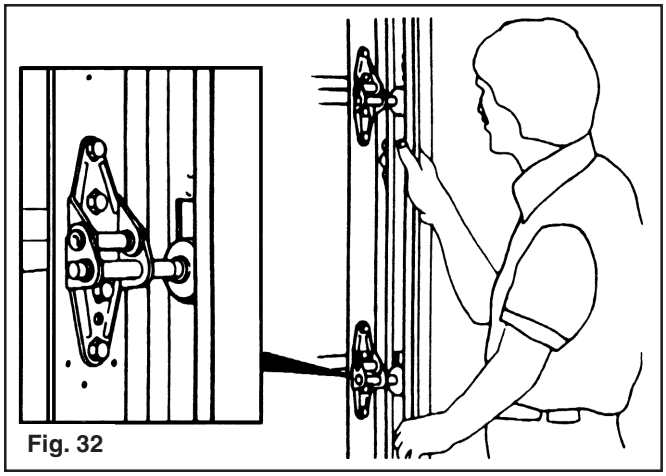

Fig. 32
**Step 3:** Place the track over the rollers on the door. Move the track close to the door so that the rollers are all the way into the hinges. Do not force the track too tightly or the door will bind. There should be 3/8" between the edge of the door and the track. Pilot holes of 3/16" are required at each lag screw location before installing the lag screw. Lift track about 1/2" from the floor and fasten the flag bracket and track brackets to the jamb with 5/16" x 1 5/8" lag screws. The flag bracket requires three screws, one each in the top, middle, and bottom holes. Do this for both sides of the door. When the track brackets and flag brackets are securely fastened to the jamb, tighten the track bolts and flange nuts connecting the flag brackets to the tracks. (FIG. 32)